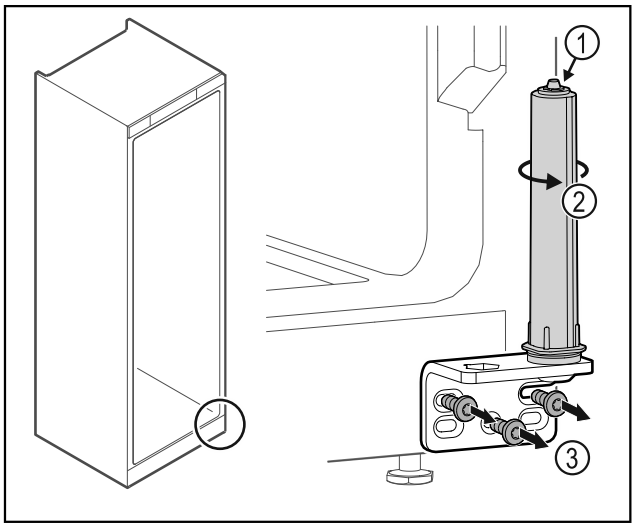

Fig. 21
▶ No desensamblar el sistema de cierre de la puerta *Fig. 21 (1)*.
▶ Girar el sistema de cierre *Fig. 21 (2)* hasta que haga clic.
▶ Desatornillar la escuadra de bisagra *Fig. 21 (3)*.